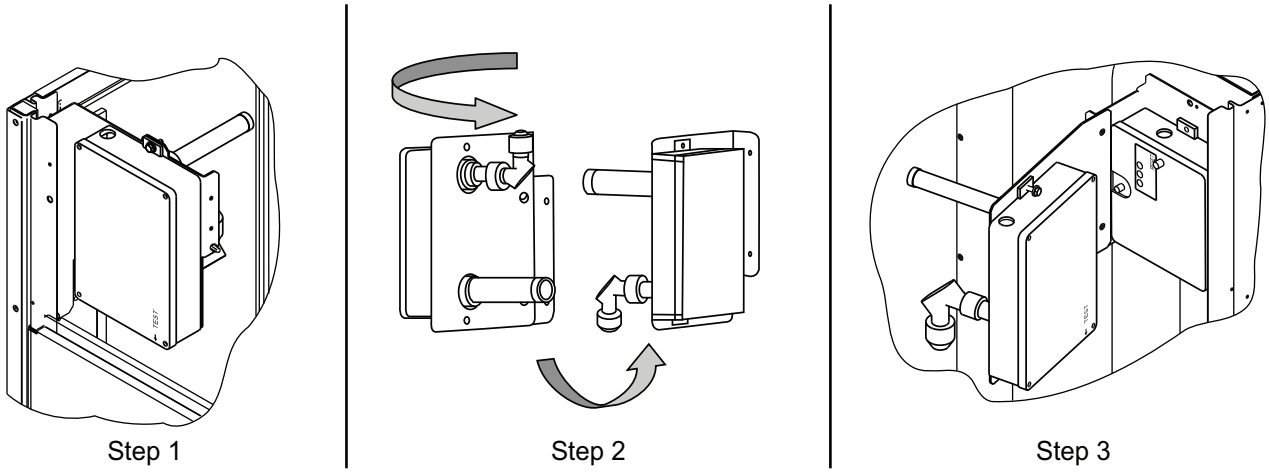

Fig. 73 — Completing Installation of Return Air Smoke Sensor
1. Unscrew the two screws holding the return-air smoke detector assembly. See Fig. 73, Step 1.
3. Turn the assembly 90 degrees and then rotate end to end. Make sure that the elbow fitting is pointing down. See Fig. 73, Step 2.
4. Screw the sensor and detector plate into its operating position using screws from Step 1. See Fig. 73, Step 3.